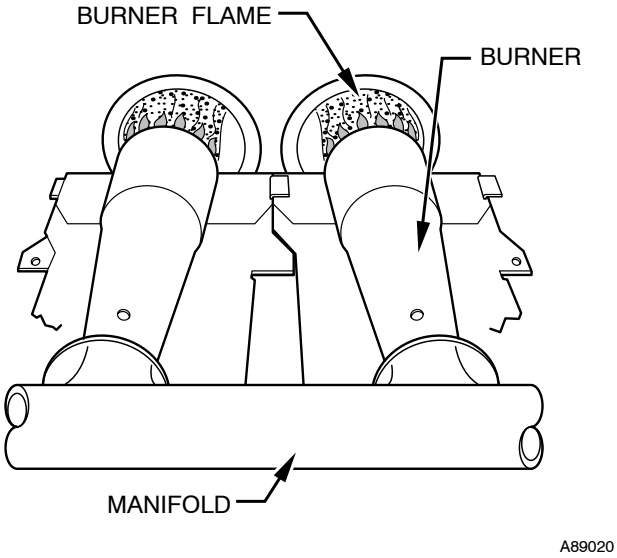

Fig. 57 - Burner Flame
g. Look through sight glass in burner enclosure and check burner flame. Burner flame should be clear blue, almost transparent. (See Fig. 57.)